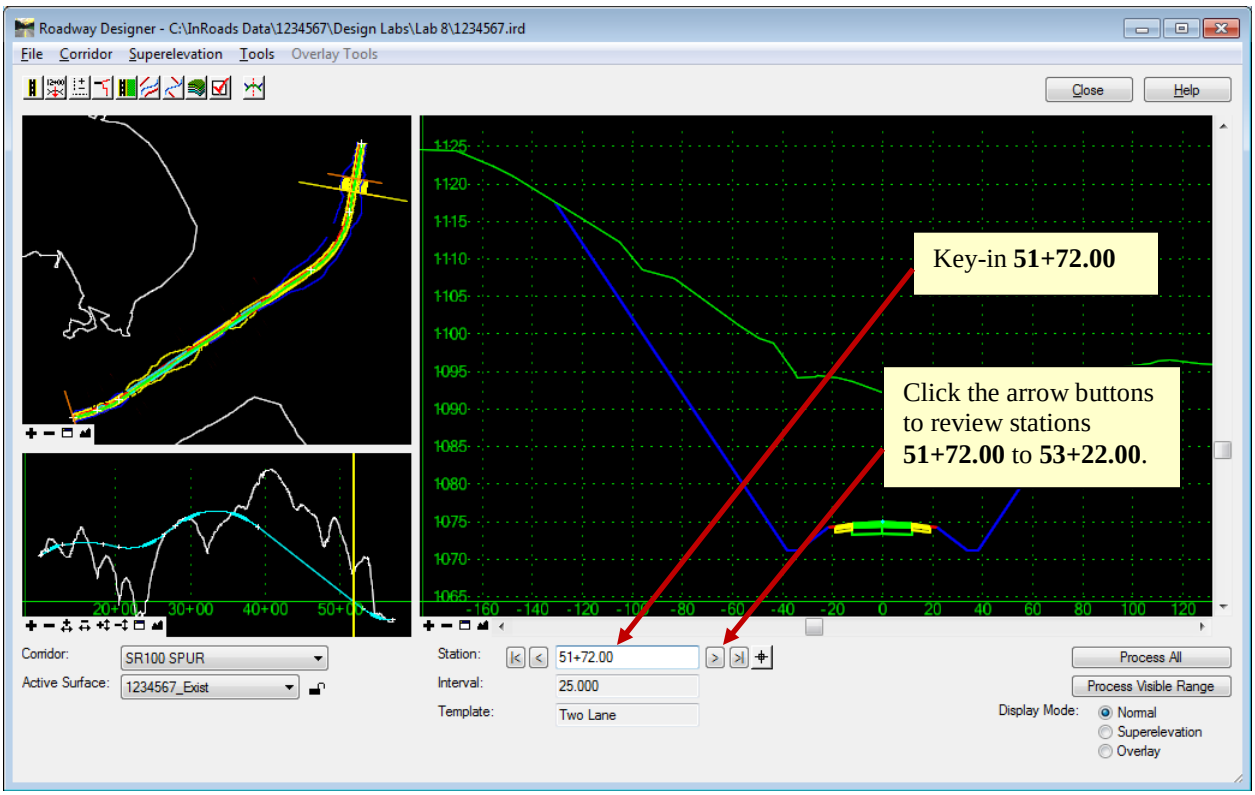

Figure L8-21 Roadway Designer
- In the **Roadway Designer**, key-in ***51+72.00*** in the **Station:** field as shown in *Figure L8-21*.